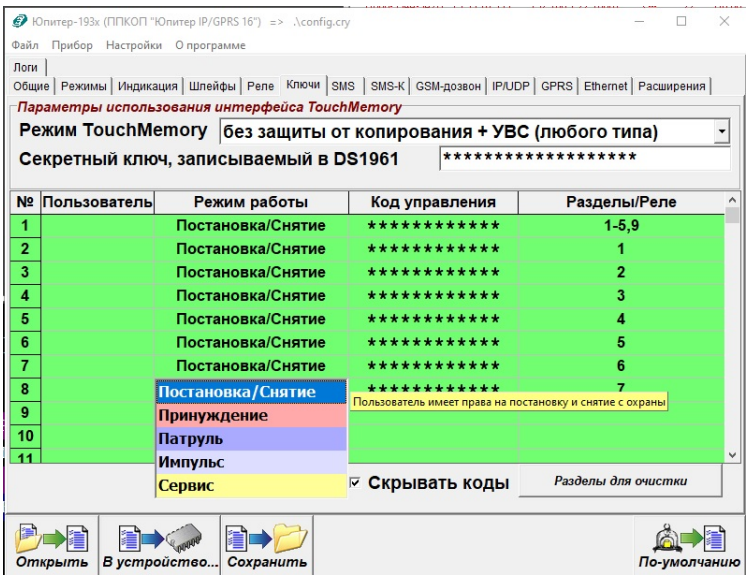

Рисунок 15 – Выбор режима работы кода в программе Конфигуратора
- в программе Конфигуратора режим выбирается из списка (рисунок 15);